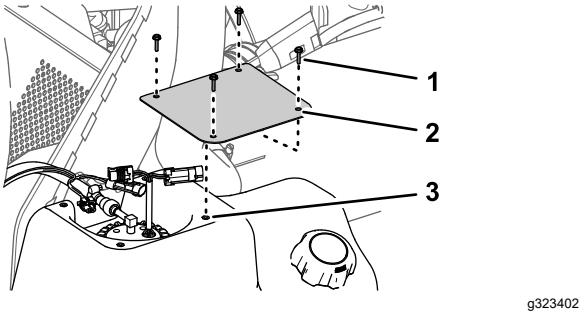

Figur 89
1. Montera kåpan på tanken (Figur 89) med de fyra skruvar (nr 10 x ¾ tum) som du tog bort i steg 2 i Ta bort bränslepumpens kåpa (sida 61).